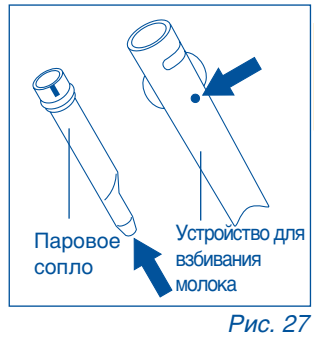

Рис. 27
- Убедитесь в том, что два отверстия, указанные стрелками на рис. 27 не забиты. При необходимости прочистите их острым предметом.